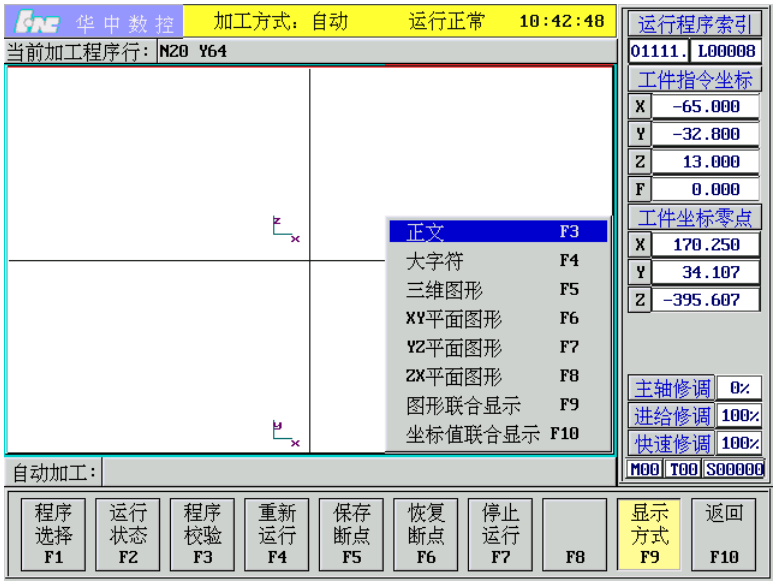

图 8.2.1 选择显示模式
(2) 按 **Enter** 键，弹出如图 8.2.1 所示显示模式菜单；
(3) 用▲、▼选择“大字符”选项；
(3) 用▲、▼选择“三维图形”、“XY 平面图形”、“YZ 平面图形”、“ZX 平面图形”或“图形联合显示”选项；